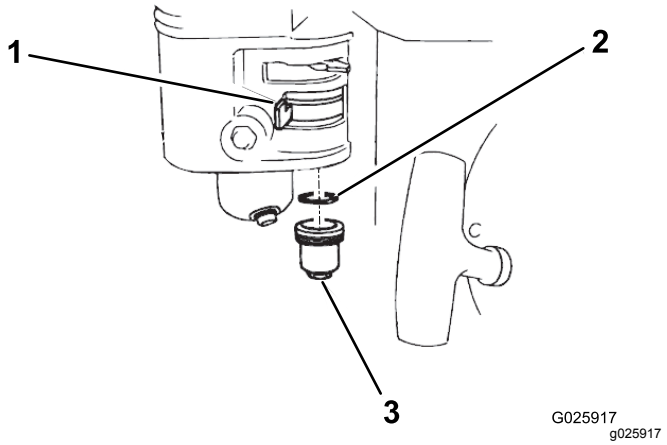

Figur 34
1. Flyt brændstofafbryderventilen til positionen OFF (fra), og fjern derefter bundfældningsskålen til brændstof og O-ringen (Figur 34).